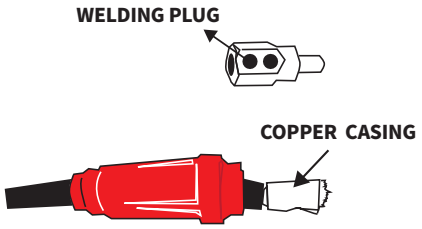

FIGURE 4
4.2.1 To connect the welding leads, begin by stripping 1” of rubber off the electrode holder cable. **FIGURE 4.**
4.2.3 Wrap the exposed cable in a copper casing then insert into the welding plug. **FIGURE 4.**